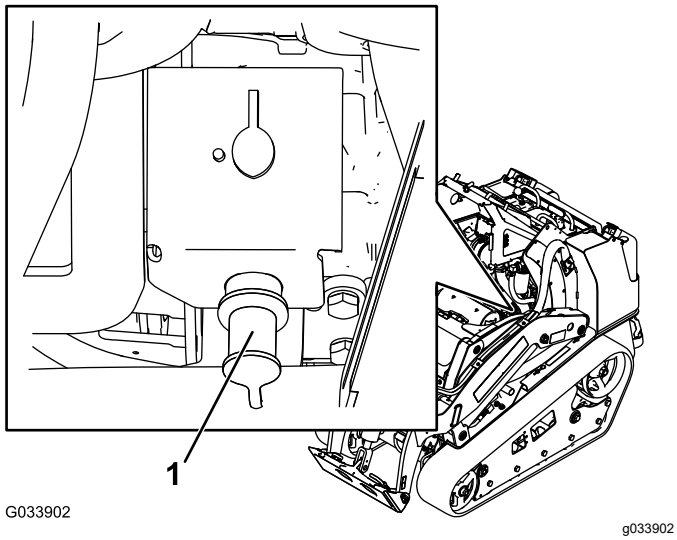

Figura 52
2. Retire la tapa del borne de la batería (Figura 52).
3. Conecte un extremo del cable del puente positivo (+) al borne auxiliar (Figura 52).